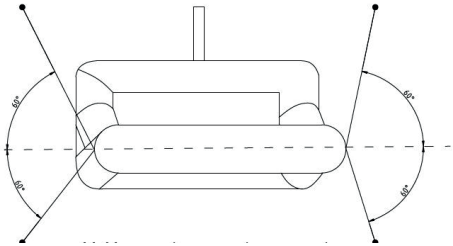

Abb. 3: Abspannen der Leinwand
Nutzen Sie das Abspannzubehör (D), um die Leinwand gegen ein Umstürzen zu schützen. Führen Sie die Heringe durch die Schlaufen des unteren Rahmenteils und verankern Sie diese fest im Untergrund. Binden Sie die Seile an die oberen Schlaufen und spannen diese im jeweils ca. 60° Winkel nach unten ab (Abb. 3).